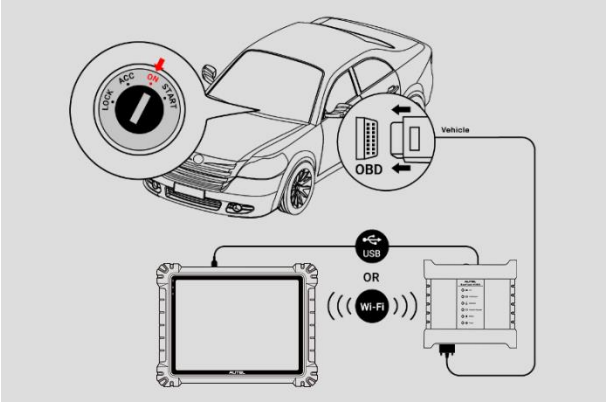

Abbildung 9-107 *Anschlussdiagramm*
1. Siehe *Abbildung 9-107 Anschlussdiagramm* Um die Verbindung herzustellen,